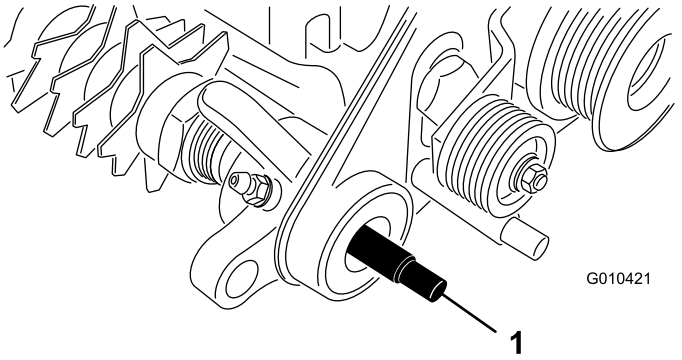

Figur 7
1. Påfør smøremiddel på tetningen i drevets støttelager og på enden av trimsatsakselen (Figur 7).
2. Før den ene enden av trimsatsakselen inn i drivenhetens støttelager (Figur 7).